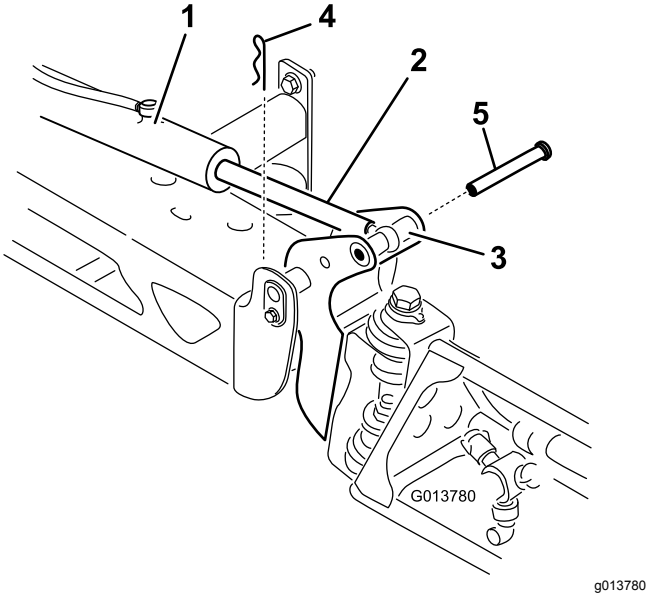

Figur 63
2. Fjern splitten fra drejetappen (Figur 63).
3. Løft op på bommen, fjern splitten (Figur 63), og sænk langsomt bommen ned på jorden.
9. Mens du holder bommen, skal du føre stiften gennem bommens drejetap og aktuatorstangen (Figur 63).